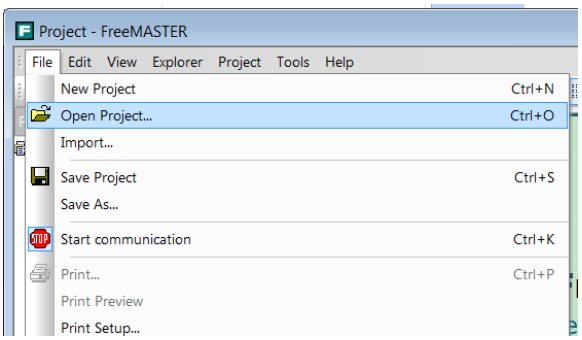

Figure 6. Opening FreeMASTER application
2. Click **File / Open Project…** (see Figure 6).